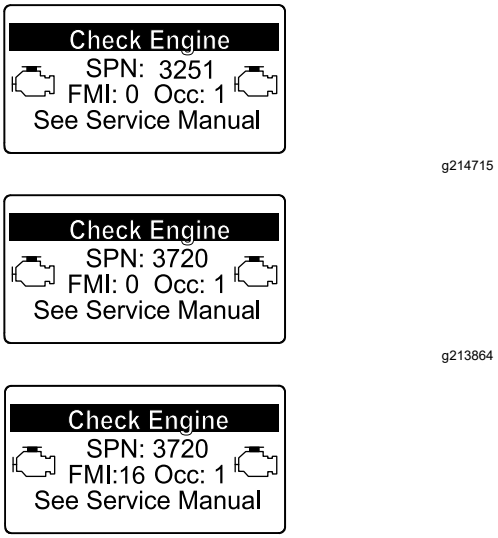

図 77
- エンジンの不具合として CHECK ENGINE SPN 3251 FMI 0、CHECK ENGINE SPN 3720 FMI 0 またはCHECK ENGINE SPN 3720 FMI 16がインフォセンターに表示される場合には図 77、各表示の指示に従ってすすフィルタを清掃してください